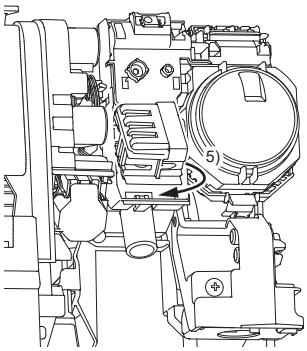

Fig. 2
5) Instale el sensor de refrigerante de la forma indicada en la imagen. (Fig. 2)